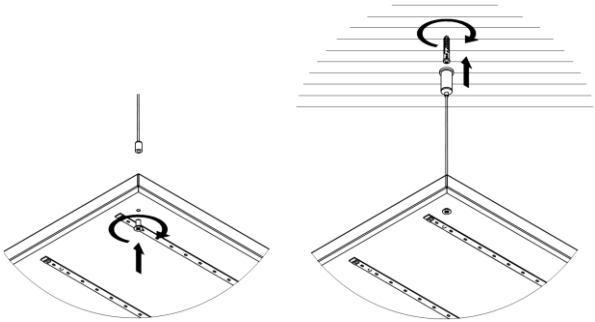

Рисунок 13 — Подвесной монтаж.
6.2.2. Установите на светильнике тросовые подвесы. Рекомендуется использовать комплект подвесного монтажа Geniled. Для монтажа светильника серии Офис, ЛПО необходимо 2 комплекта. См. рисунок 13.